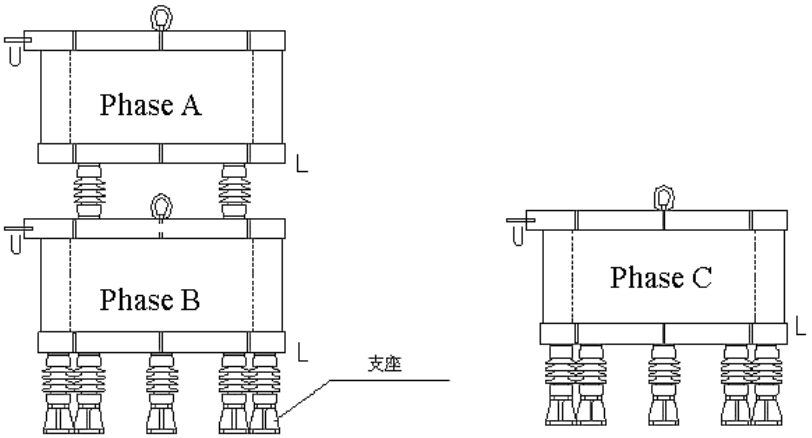

Figure 5: Structure Diagram for Three Phases Reactors with Two Phases in Vertical Arrangement and One Phase in Horizontal Arrangement
14.2.3.3.1- Refer to Figure 5 for the installation structure.